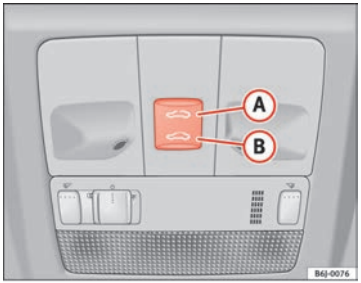

Fig. 54 Panoramic/tilting sunroof
– Press and hold button (B) ⇒ Fig. 54 ⇒ ⚠. The roof starts to close until the button is released.